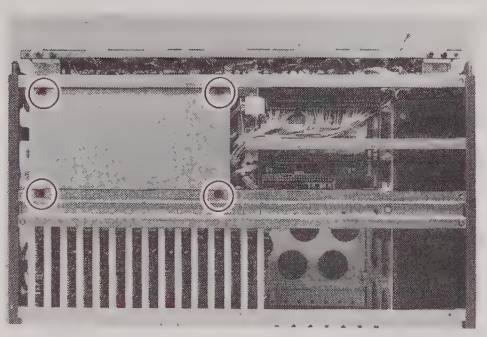

Fig. 5-4
5. Remove HEAD AMP below tape transport unit by 4 screws. (See Fig. 5-4)